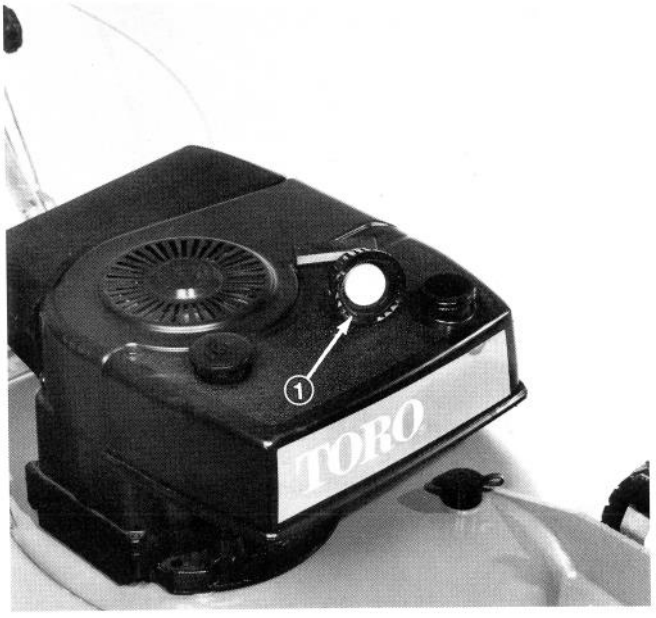

Figure 8
1. Clean area around fuel tank cap and remove cap from tank (Fig. 8).